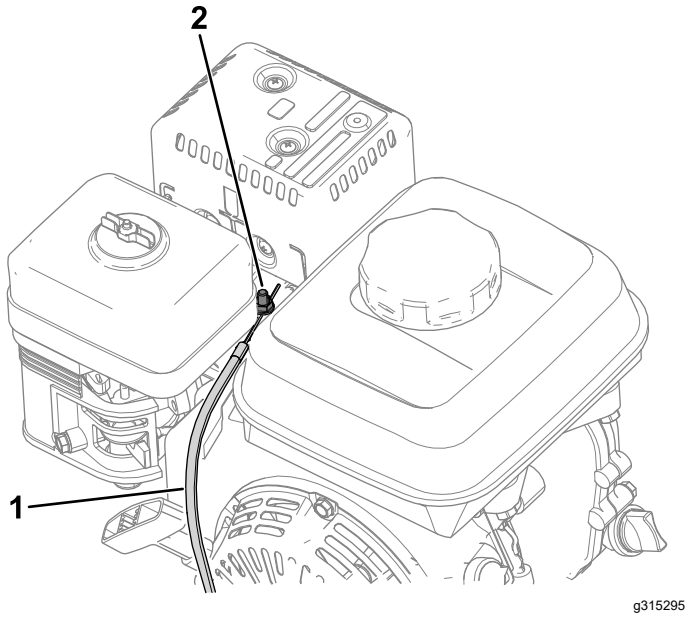

Figur 39
4. Lossa skruven på kabelledningsklämman (Figur 39).